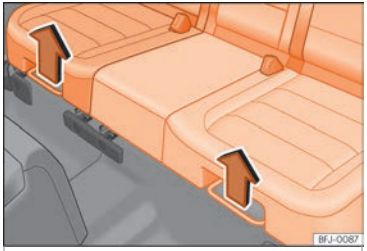

Fig. 140 Debajo de la banqueta del asiento trasero: palancas de ajuste.
- Tire de la palanca derecha o izquierda hacia arriba, en el sentido de la flecha ››› fig. 140, y desplace la parte correspondiente del asiento hacia delante o hacia atrás.